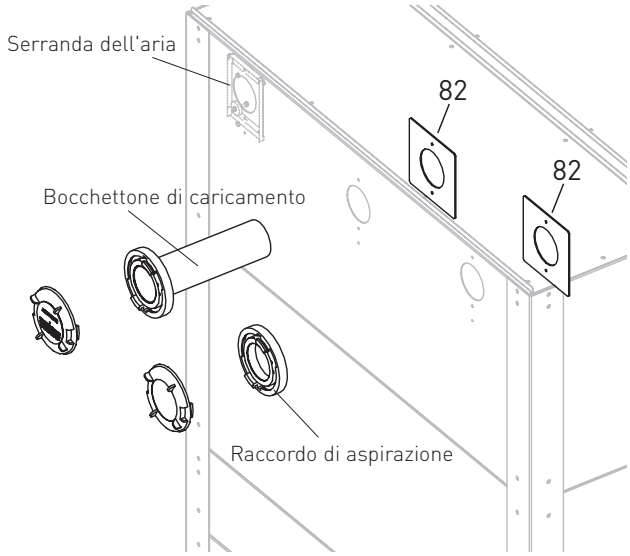

Fig. 16 Montaggio del bocchettone di caricamento e del raccordo di aspirazione
Avvitare 1 bocchettone di caricamento, 1 raccordo di aspirazione – all'esterno, 2 fissaggi per bocchettone (82) – all'interno, rispettivamente con 2 viti a testa svasata M6 x 25 e dadi – Fig 16.